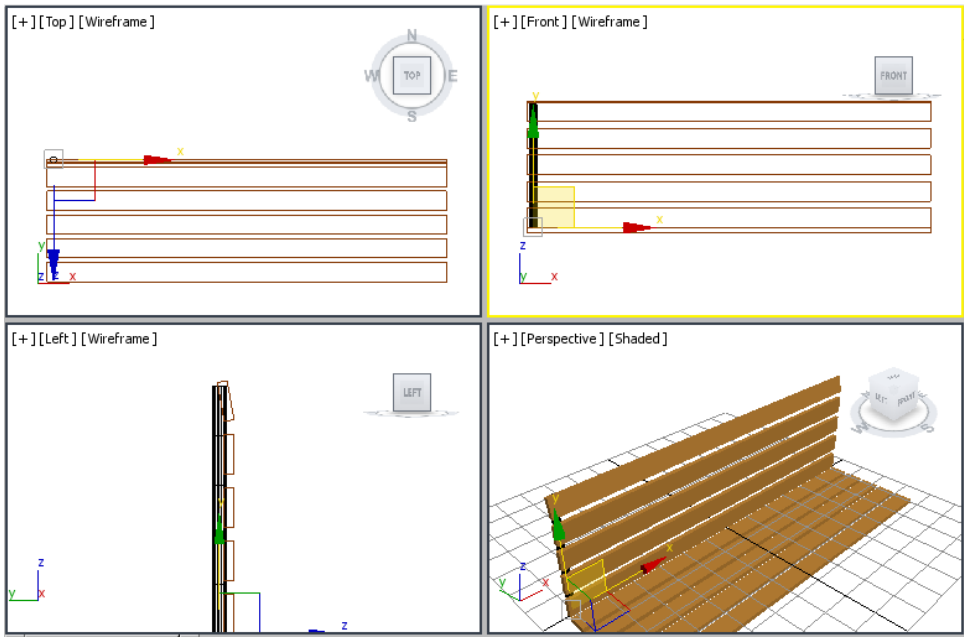

Figure 2-72 *The vertical back support001 geometry in viewports*
3. Now, choose the **Create** button in the **Keyboard Entry** rollout; a cylinder is created in all viewports, as shown in Figure 2-72.